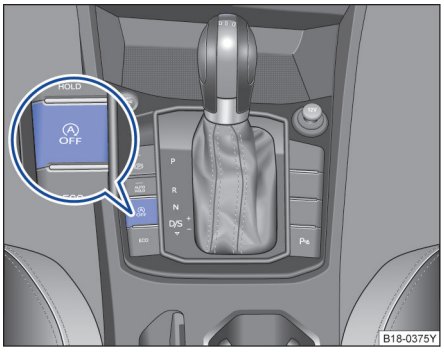

图 129 启停系统按钮
- 按两次按钮 (AUTO OFF)⇒图 129。
- 按下按钮 (AUTO OFF)⇒图 129。
- 踩下油门踏板或按下(RES)键⇒第 16 页。⇒图 129，汽车会跟着前车加速。